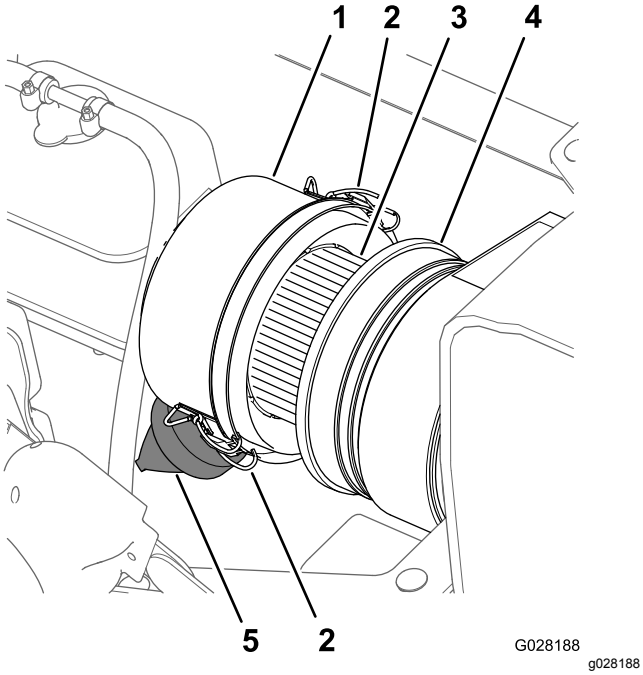

**Рисунок 67**
3. Очистите пылезащитную крышку и корпус воздухоочистителя (Рисунок 67).
4. Проверьте корпус воздухоочистителя на наличие повреждений, которые могли бы вызвать утечку воздуха (Рисунок 67).
5. Сожмите пылезащитный клапан, чтобы очистить его от загрязнений, пыли и мусора (Рисунок 67).
7. Проверьте элемент воздушного фильтра на чрезмерное скопление пыли, загрязнений и мусора (Рисунок 67).
8. Установите пылезащитную крышку на корпус воздухоочистителя и зафиксируйте ее двумя защелками (Рисунок 67).
2. Очистите пылезащитную крышку и корпус воздухоочистителя (Рисунок 67).
6. Очистите внутреннюю поверхность пылезащитной крышки, корпус воздухоочистителя и пылезащитный клапан влажной тканью (Рисунок 67 и Рисунок 68).